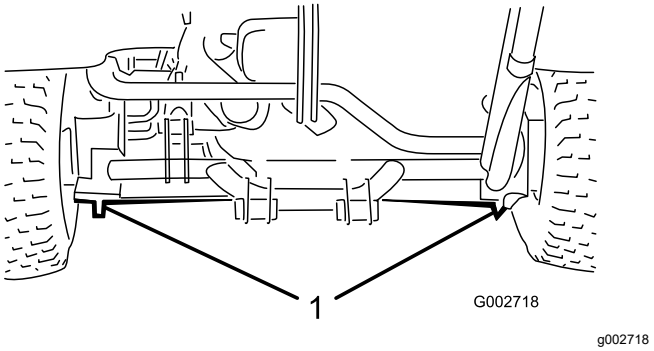

**Figur 17**
- Venstre eller højre side – under baghjulsmotoren eller stellet (Figur 17).